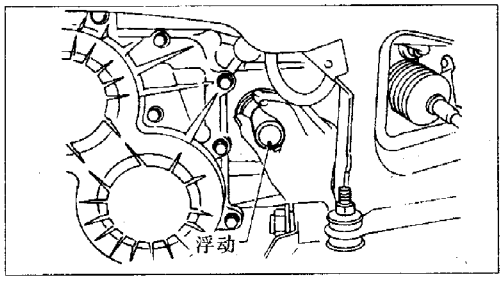

图 5-3-10
(3)安装油封,见图 5-3-10。在安装前,应加注工作液。